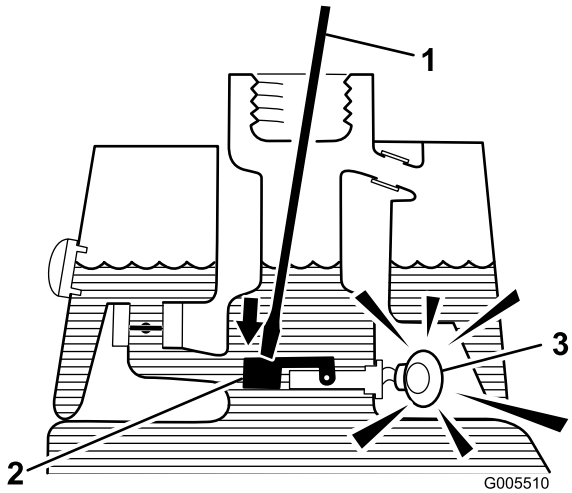

Figur 28
3. Sett en ren stang eller skrutrekker inn i tankåpningen, og trykk flytebryteren forsiktig ned (Figur 28). Alarmen skal gå etter tidsforsinkelsen på ett sekund.